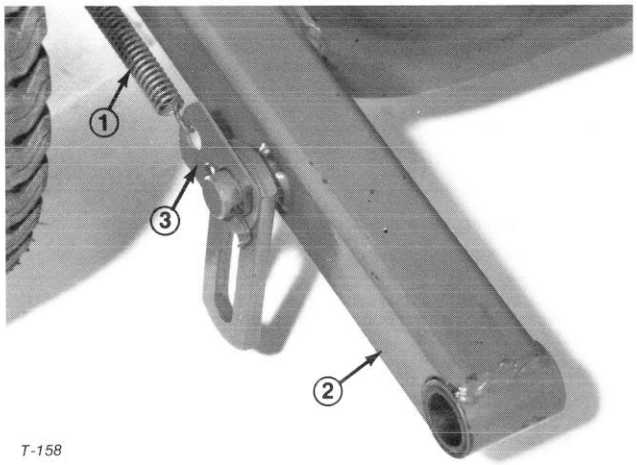

Figure 1
A. Remove brake return springs from both sides of the lift arm. Disconnect springs from brake spring straps (Fig. 1).